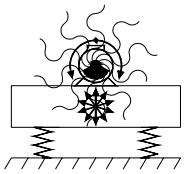

图 1
- 一个偏心块的旋转 (旋转式振动) (图 1)
- *the rotation of an eccentric mass (ROTATIONAL VIBRATION) (Fig. 1)*